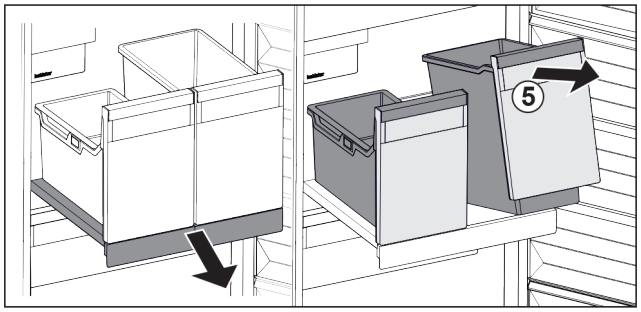

Fig. 99
▶ Behälter *Fig. 99 (5)* vorne anheben.